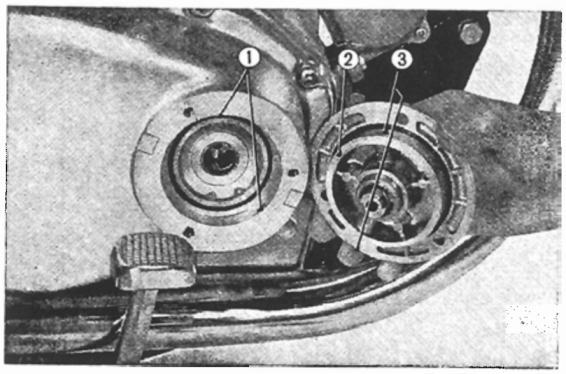

Fig. 6.18 Oil filter cover installation
① Air cleaner element
② Brush
(4) When reinstalling the oil filter cover, match the right crankcase cover oil filter opening and the filter cover oil opening. **(Fig. 6.18)**